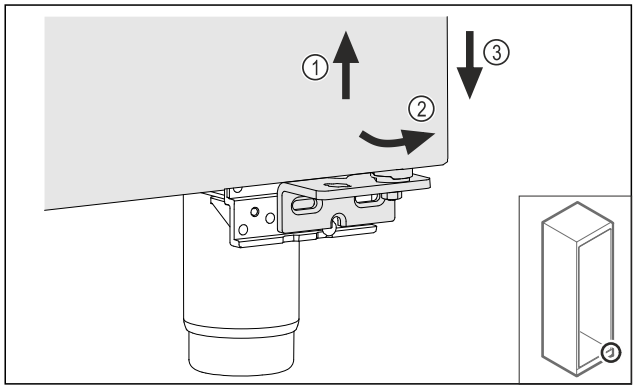

Fig. 16
▶ Ridicați ușor ușa *Fig. 16 (1)*, basculați-o jos spre înainte *Fig. 16 (2)* și coborâți-o *Fig. 16 (3)*.